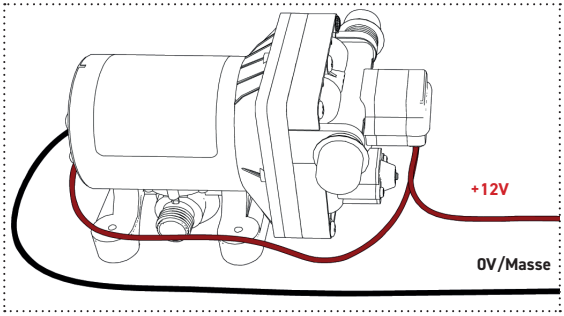

Abb. 9: Elektrischer Anschluss
2. Schließen Sie mithilfe der vorbereiteten Materialien die beiden Anschlussleitungen der Pumpe wie folgt an die Spannungsversorgung an (Abb. 9 u. 10):